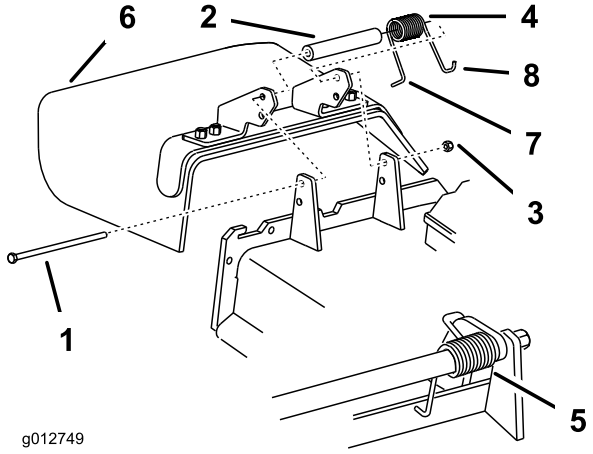

Figuur 88
1. Verwijder de borgmoer, bout, veer en afstandsstuk waarmee de bevestigingen van de grasgeleider vastzitten op de draaibeugels (Figuur 88). Verwijder een beschadigde of versleten grasgeleider.
Opmerking: Zorg ervoor dat het **L**-vormige einde van de veer is gemonteerd achter de rand van het maaidek voordat u de bout plaatst zoals wordt aangegeven in Figuur 88.
3. Monteer de bout en de moer. Plaats het **J**-vormige haakeind van de veer om de grasgeleider (Figuur 88).